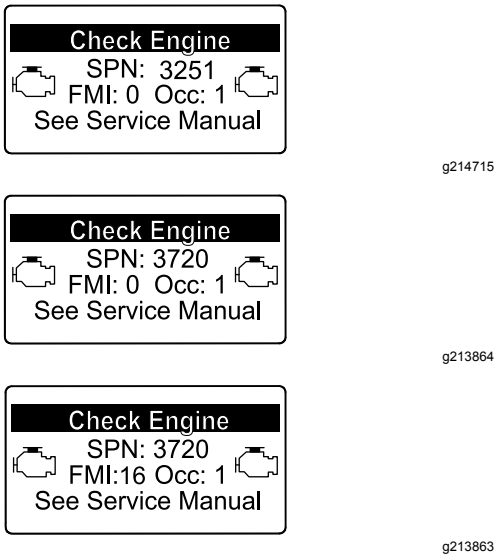

Figur 77
- Hvis motorfeilene SJEKK MOTOR SPN 3251 FMI 0, SJEKK MOTOR SPN 3720 FMI 0 eller SJEKK MOTOR SPN 3720 FMI 16 vises i InfoCenter (Figur 77), rengjør sotfilteret med følgende trinn: